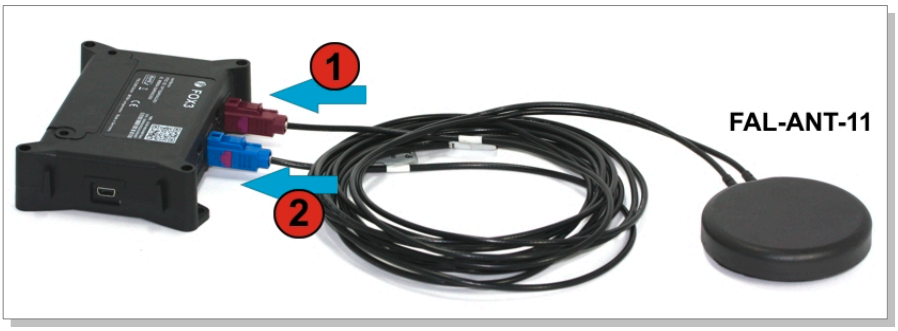

Figure 8: Connecting the external antenna
Testing IOs as analogue inputs:	When the reference IO (e.g: IO/1) is configured as analogue input with "**$PFAL,IO0.Config=AI,2,10**, you have to calibrate first this IO the low and high voltages. To do it, perform the following steps (e.g. IO/1): 1. Switch the IO/1-Switch (IO/1) to "**Digital IN - Low**" position**.** 2. Send the command "**$PFAL,IO0.Calibrate,offset=0**" from the Workbench **Editor** ❾ (see Fig. 8) to FOX3-2G/3G/4G. 3. Switch the IO/1-Switch (IO/1) to **"Digital IN - High**" position**.** 4. Send the command "**$PFAL,IO0.Calibrate,gain=15**" from the Workbench **Editor** ❾ (see Fig. 8) to FOX3-2G/3G/4G. 5. Switch the IO/1-Switch (IO/1) to **"Digital OUT / analogue IN**" position. This position has a fixed voltage of approx. 6V. Now, you can configure an alarm (e.g. *$PFAL,CNF.Set,AL31=Sys.Timer.e0&IO.s0>6.0:IO6.Set=high*) to switch on an LED (e.g. IO/3) when the voltage on the IO/3 is higher than e.g. 5.0 V. To test it, perform the steps below: 6. Send the configuration "**$PFAL,CNF.Set,AL31=Sys.Timer.e0&IO.s2>5.0:IO13.Set=hpulse,5000**" from the Workbench **Editor** ❾ (see Fig. 8) to FOX3-2G/3G/4G. 7. Switch the IO/1-Switch (IO/1) to **"Digital OUT / analogue IN**" position**.** 8. Send the command **"$PFAL,Sys.Timer0.Start=single,1000**" from the Workbench **Editor** ❾ (see Fig. 8) to FOX3-2G/3G/4G After the timer expires (1 second has passed), the red LED on the FOX3-2G/3G/4G (front side, next to the 6pin accessory port) goes ON for 5 seconds and then turns OFF. For more details about the LED on the FOX3-2G/3G/4G, refer to the Related Documents [2].